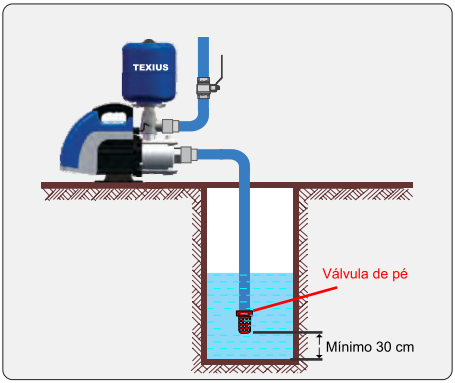

Figura 3
8.7 Quando o pressurizador for instalado acima do nível de captação, a tubulação de sucção deverá prever uma válvula de pé ou crivo (válvula de fundo de poço). A válvula de pé manterá o pressurizador escorvado, ou seja, manterá o pressurizador e a tubulação de sucção preenchida com o líquido quando o sistema for interrompido (ver figura 3).
8.8 A válvula de pé deve ficar, pelo menos, 30 cm acima do fundo, no centro do poço ou cisterna e deve-se garantir uma coluna de água suficiente para que não entre ar pela mesma (ver figura 3).